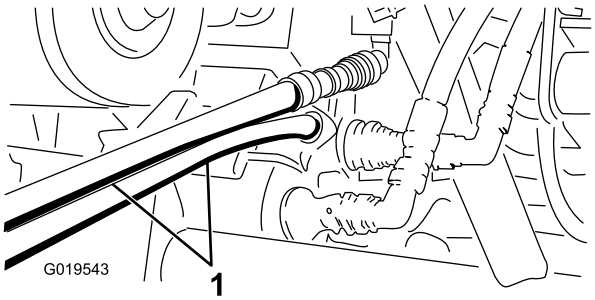

**Figur 77**
5. På den andre maskinen kobler du de to slangene til koblingen som fremdeles er i koblingsbraketten (koble den øverste slangen til den øverste koblingen og den nederste slangen til den nederste koblingen) (Figur 77).